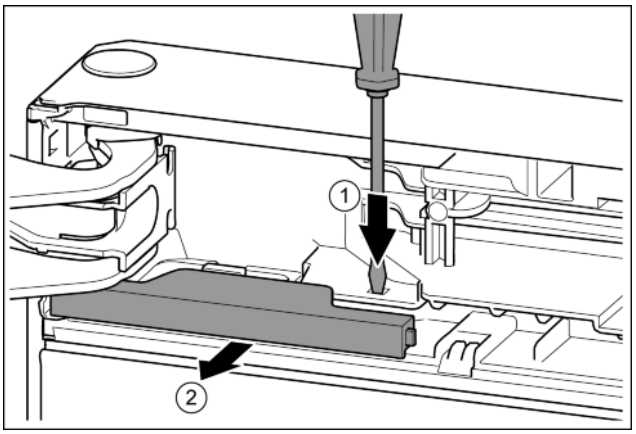

Fig. 9
▶ Нажать накладку шлицевой отверткой. *Fig. 9 (1)*
▶ Вынуть крышку из зацепления. *Fig. 9 (2)*